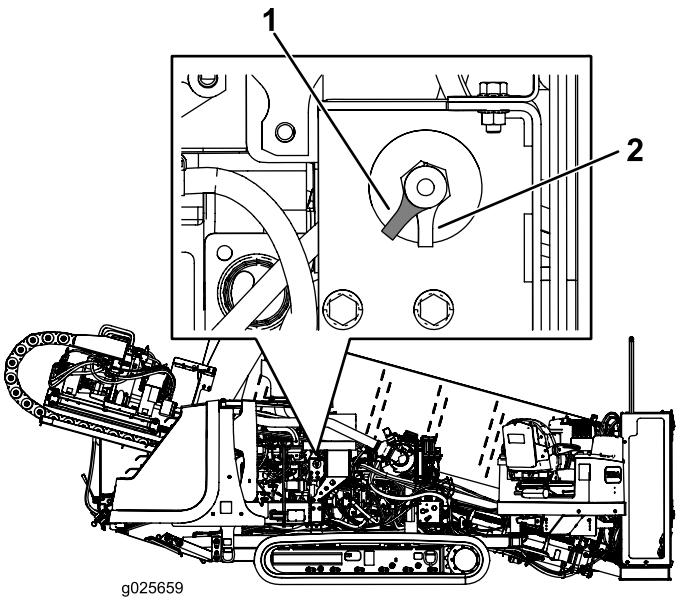

Rysunek 23
- Aby włączyć zasilanie elektryczne maszyny, przekręć ODŁĄCZNIK AKUMULATORA w prawo do pozycji ON (Rysunek 23).
- Aby odłączyć zasilanie elektryczne maszyny, przekręć ODŁĄCZNIK AKUMULATORA w lewo do pozycji OFF (Rysunek 23).